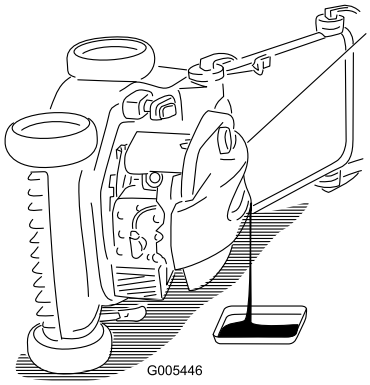

Figure 24
3. Inclinez la tondeuse sur le côté (filtre à air vers le haut) pour vidanger l'huile usagée par le goulot de remplissage (Figure 24).